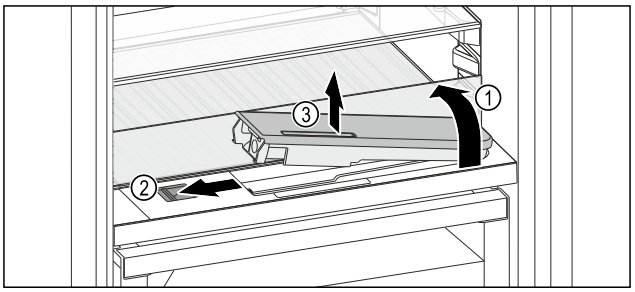

Fig. 172
▶ Lift the glass panel and fold towards the rear until it clicks into place *Fig. 172 (1)*.
▶ Slide the slider *Fig. 172 (2)* to the left.
▶ Remove the water tank *Fig. 172 (3)*.